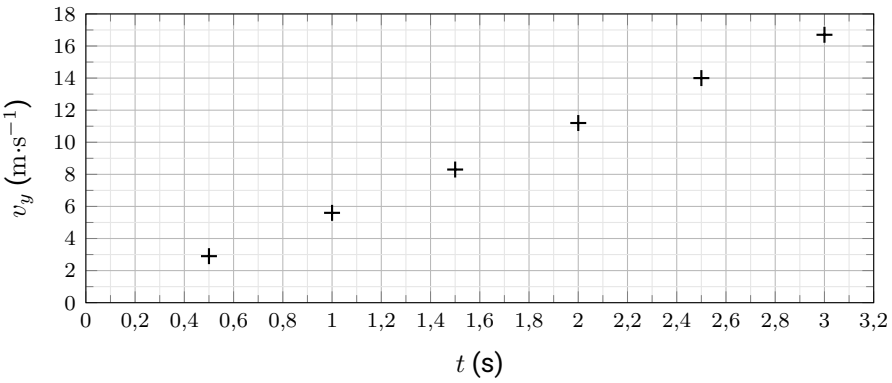

Figure 6 – Coordonnée verticale v_y de la vitesse de M au cours du temps
3) a. Estimer la valeur de v_2 à partir du tableau, en précisant la méthode, puis la comparer à la valeur lue sur la figure 6.
b. À l'aide de la figure 6, montrer que l'accélération du lanceur est constante pendant la durée étudiée et que sa valeur est voisine de $5{,}6\ \mathrm{m{\cdot}s^{-2}}$.
a. Établir l'expression de la coordonnée $v_y(t)$ du vecteur vitesse de M. Est-elle en accord avec la figure 6 ?